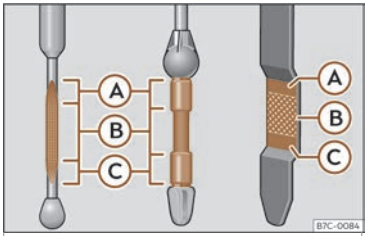

Fig. 214 Vareta de mesurament del nivell d'oli.
– A continuació, torneu a extreure-la i comproveu el nivell d'oli>>> **fig. 214** . En cas necessari, reposeu oli del motor.
- Quan el nivell d'oli arribi com a mínim a la zona>>> **fig. 214** Ⓑ, caragoleu el tap de la boca d'ompliment amb cura >>> ❗.
Si el nivell d'oli es troba per sobre de la zona >>> fig. 214 Ⓐ, no arrenqueu el motor.
El nivell d'oli no ha d'estar en cap cas per sobre de la zona››› fig. 214 Ⓐ. Si es superés el límit, es podria aspirar oli pel respirador del càrter del cigonyal i arribar a l'atmosfera a través del sistema d'escapament.